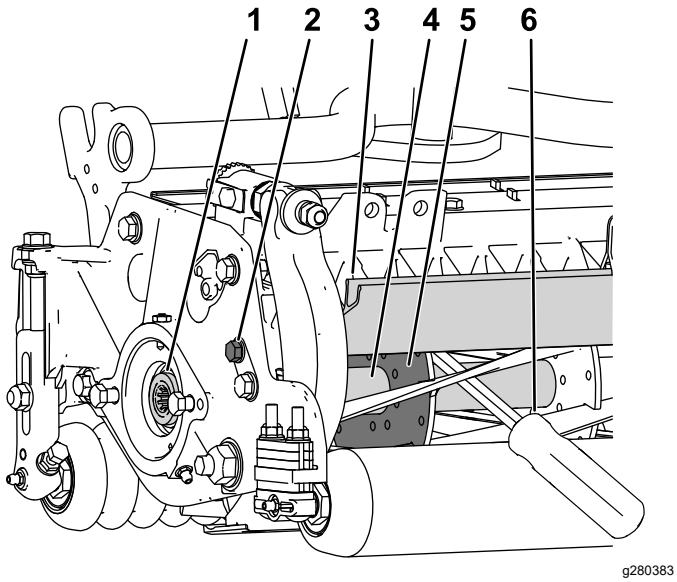

Figur 28
1. Lossa på skyddsskruven på klippenhetens vänstra sida och höj upp det bakre skyddet (Figur 28).
2. För in en bändstång med långt handtag (vi rekommenderar storleken ⅜ x 12 tum med skruvmejselhandtag) genom klippcylinderns baksida, närmast sidan på den klippenhet du ska dra åt (Figur 28).
3. Placera bändstången mot cylinderstödplattans svetsade sida (Figur 28).